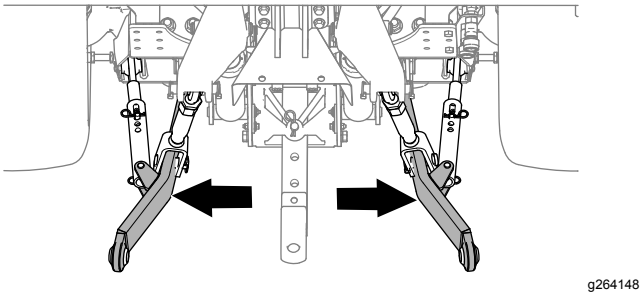

Rysunek 26
4. Ustaw ramiona stabilizatora (Rysunek 26) całkowicie rozchylone, patrz *instrukcja obsługi* pojazdu holowniczego.